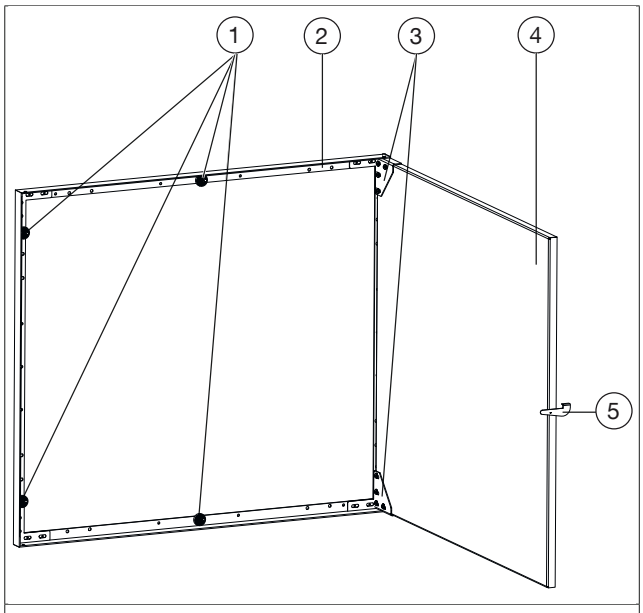
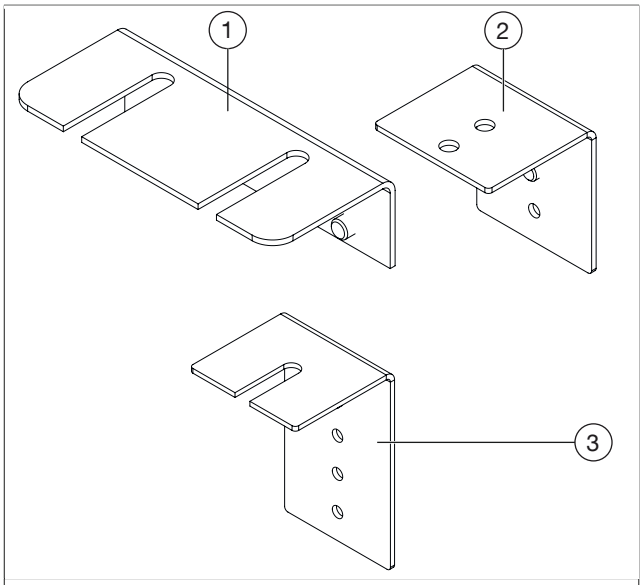

Abb. 1: Aufbau Revisionsrahmen
Abb. 5: Beiliegende Befestigungswinkel
1. Öffnen Sie die Wannentür (siehe Abb. 1 auf Seite 6) des Revisionsrahmens vollständig.
5. Schrauben Sie die Befestigungswinkel (1) (siehe Abb. 5 auf Seite 7) an den Rahmen (siehe Abb. 1 auf Seite 6) handfest an.
(1)	Wandbeplankung
(2)	Befestigungswinkel lang (siehe Abb. 5 auf Seite 7)
(3)	Befestigungswinkel kurz (siehe Abb. 5 auf Seite 7)
(4)	Befestigungswinkel (siehe Abb. 5 auf Seite 7)
(5)	Rahmen